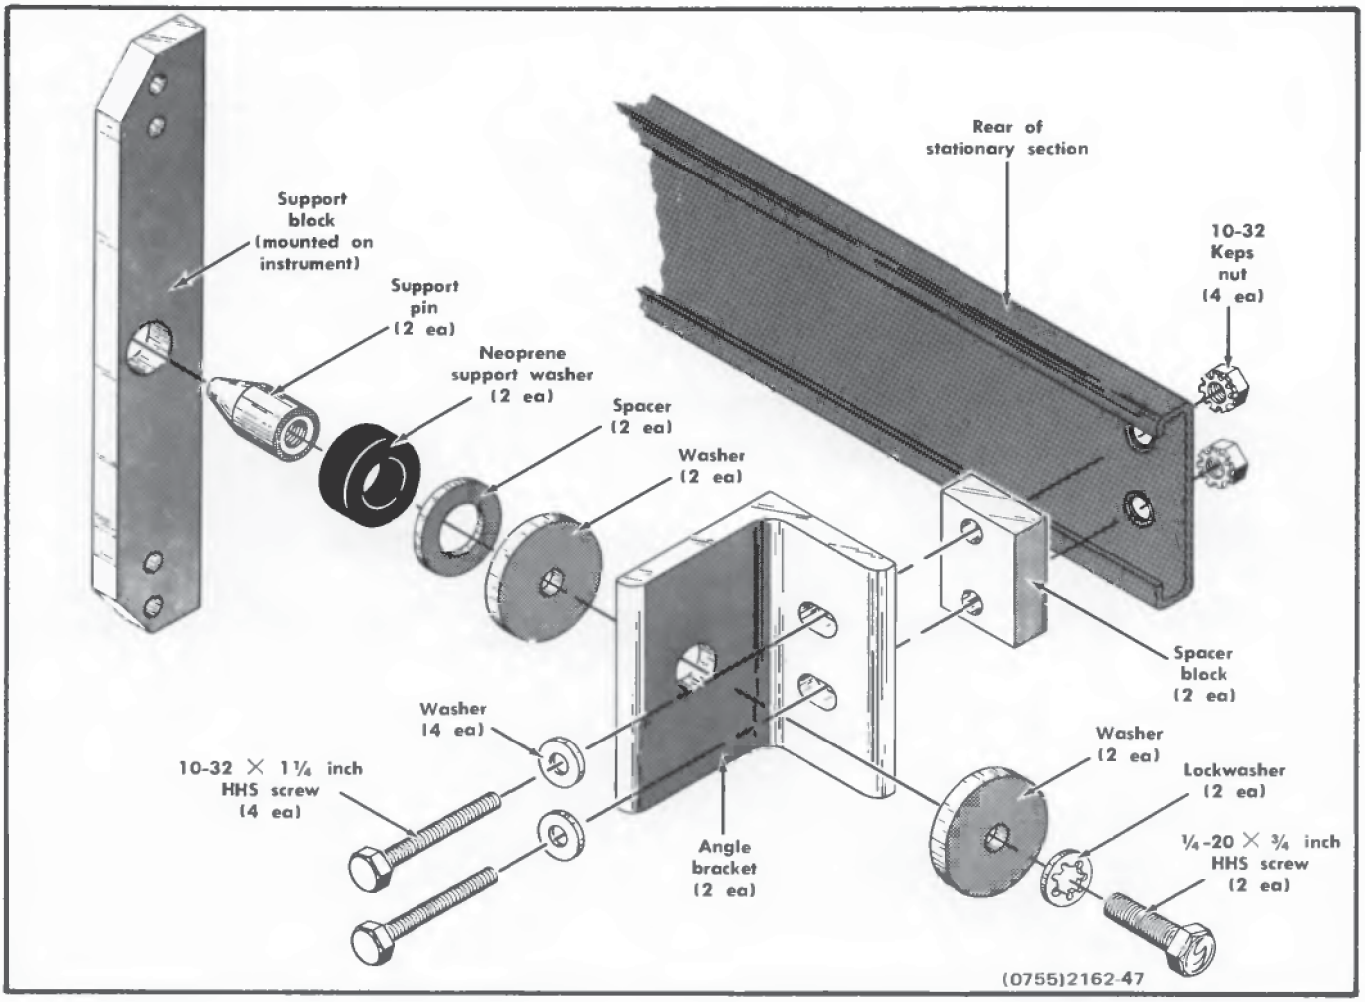

Figure 2-12. Rear support kit.
The following mounting procedure uses the rear support kit (see Figures 2-12 and 2-13) to meet the environmental characteristics of the instrument (shock and vibration). Two alternative mounting methods are described at the end of this procedure. However, when mounted according to these alternative methods, the instrument may not meet the given environmental characteristics for shock and vibration.
3. Attach an angle bracket to both rear rails of the rack through the spacer block, stationary section and into the rear rail of the rack. Note that the holes in the spacer block are not centered. Be sure to mount the block with the narrow edge toward the front of the rack; otherwise, the instrument may not slide all the way into the rack. Do not tighten the mounting screws. Figure 2-12 shows the parts in the rear support kit and the order in which they are assembled.
4. Assemble the support pin to the angle bracket in the order shown in Figure 2-12. Leave the spacer (washer) off, but install the neoprene washer.